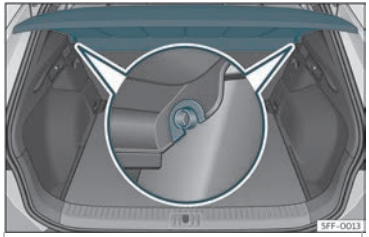

Abb. 106 Im Gepäckraum: Gepäckraumabdeckung aus- und einbauen.
- Drücken Sie die Abdeckung aus den Seitenhalterungen ››› **Abb. 106** aus, indem Sie diese nach oben ziehen und herausnehmen.
- Führen Sie die Abdeckung horizontal ein, so dass das „Hufeisen“ über den Achsen der Halter ››› **Abb. 106** liegt und drücken Sie die Abdeckung nach unten, bis sie einrastet.